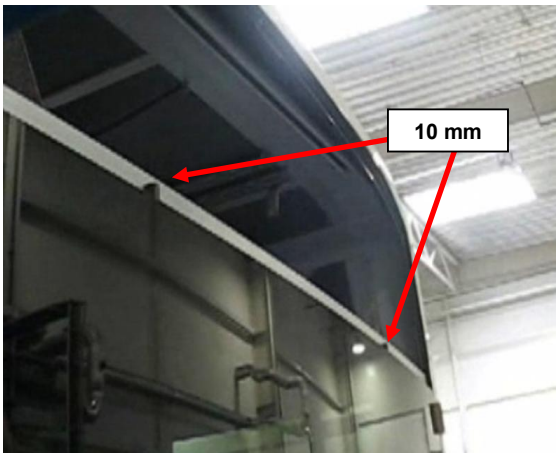

Rys. 3. Zabezpieczenie gumkami dystansowymi 10 mm.
- w przypadku szyby tylnej dzielonej wykorzystujemy w środkowej części gumki dystansowe 10 mm, podkładamy je w górnej części szyby dolnej (głównej) w taki sposób, by szyba górna opierała się na nich (Rys.3);